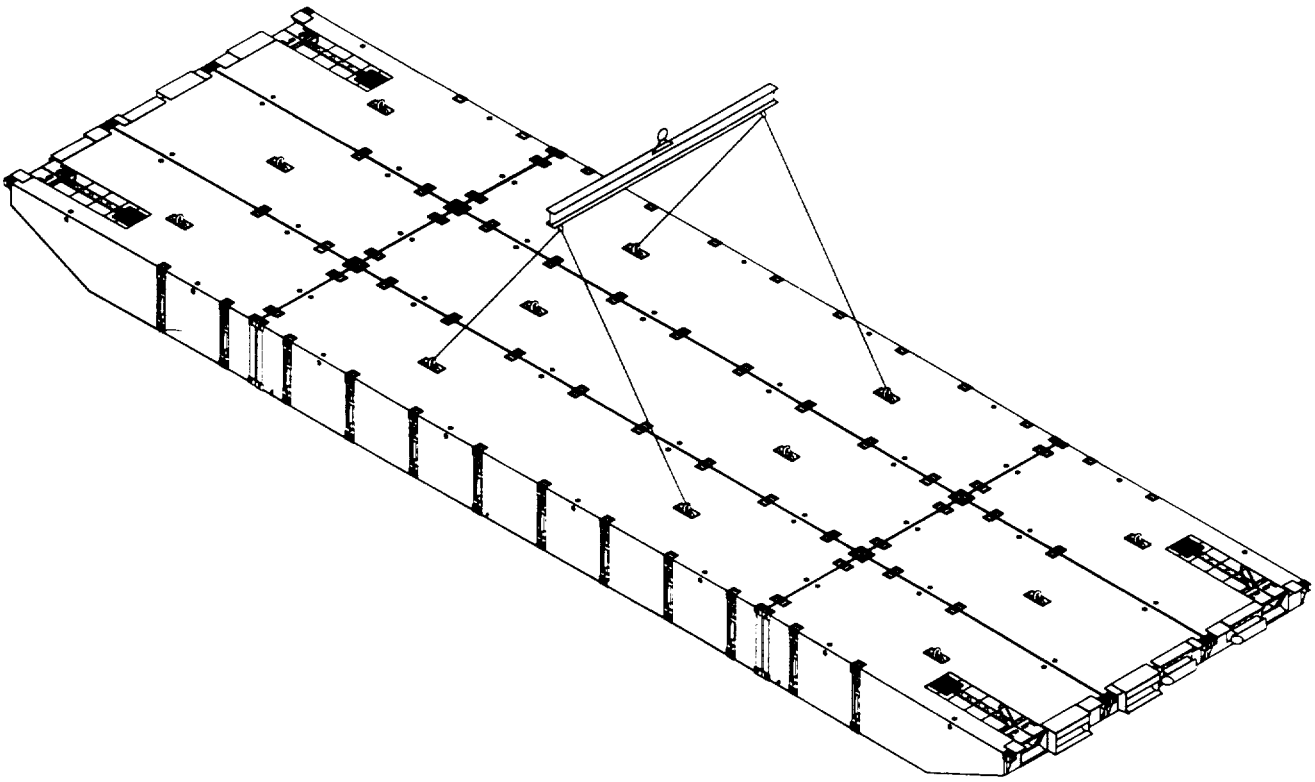

Figure 3-9. Lifting the MCF Section.
a. The MCF lifting sling consists of a spreader beam (Figure 3-9) with a 2-1/2 inch safety anchor shackle in the top center lifting eye along with 1-3/4 inch diameter 6 x 37 IWRC two-leg and wire rope bridles with 2-1/4 inch x 8 inch x 16 inch master links attached to bottom-lift eyes of the spreader beam using 1-3/4 inch safety anchor shackles. Bridle IWRC legs are 22 feet pull to pull with thimbles on each end. One 1-3/4 inch screw pin anchor shackle is attached to the lift end of each bridle leg.